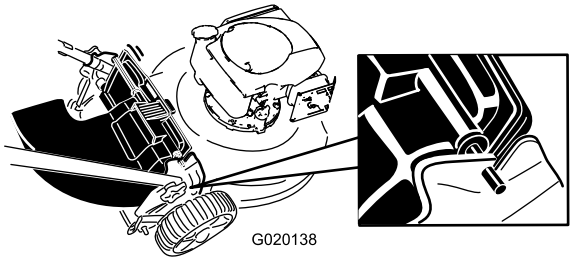

**Figuur 18**
4. Steek de stang op de afvoergeleider in de inkepingen op de machine (Figuur 18).